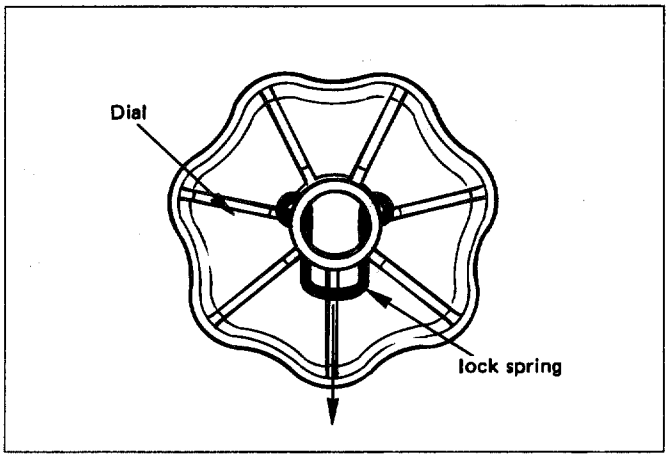

Fig. 10-190
- Remove the side cover fixing screws and dial lock spring (Fig. 10-190)